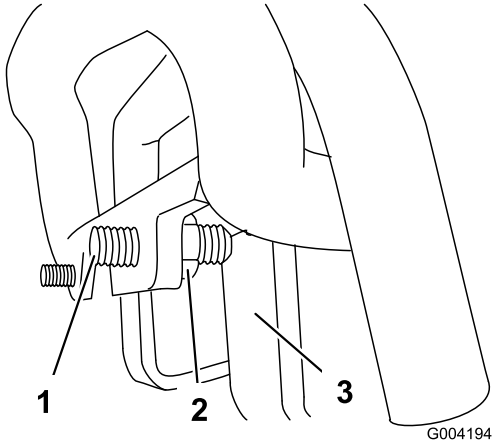

Figur 53
3. Om traktorenheten drar åt **vänster**, lossa **höger** kontramutter och justera inställningsskruven framtill på drivreglaget (Figur 53).
4. Om traktorenheten drar åt **höger**, lossa **vänster** kontramutter och justera inställningsskruven framtill på drivreglaget (Figur 53).